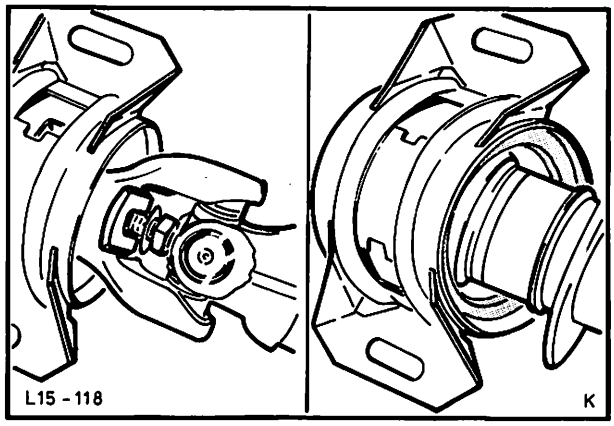

Abb. 185 Schraube lösen und U-Scheibe herausnehmen. Gummilager mit Gehäuse vom Lager abheben
2. Schraube am Gabelstück lösen. Lage der U-Scheibe kennzeichnen und U-Scheibe seitlich herausnehmen, Abb. 185.
3. Gelenkwelle trennen und Gummilager mit Gehäuse vom Kugellager abheben, Abb. 185.